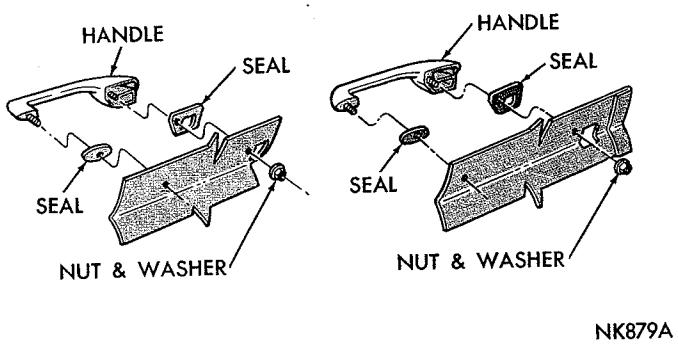

*Fig. 59—Front Door Handle—Fury*
(1) With door glass in up position, remove door handle attaching nuts from mounting studs (Figs. 59, 60 and 61) and link from handle to lock.
(2) Lift handle up and remove from door.